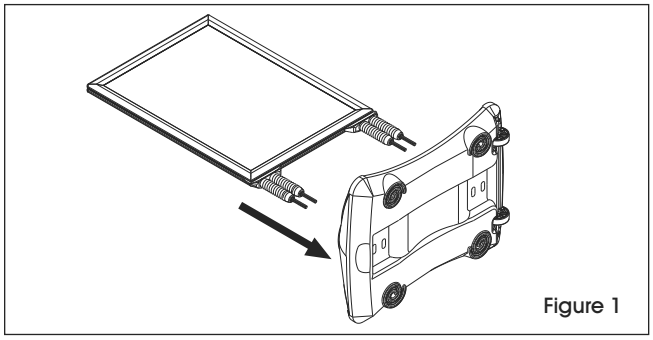

Figure 1
1. Insérez les vis de la partie inférieure du cadre à travers la partie supérieure de la base. (Voir Figure 1)